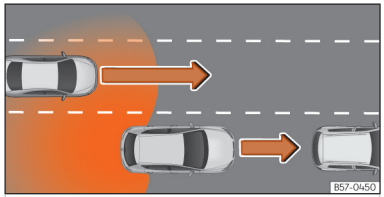

**Fig. 147** Overtaking with traffic behind the vehicle.
- When being overtaken by another vehicle ››› Fig. 147.